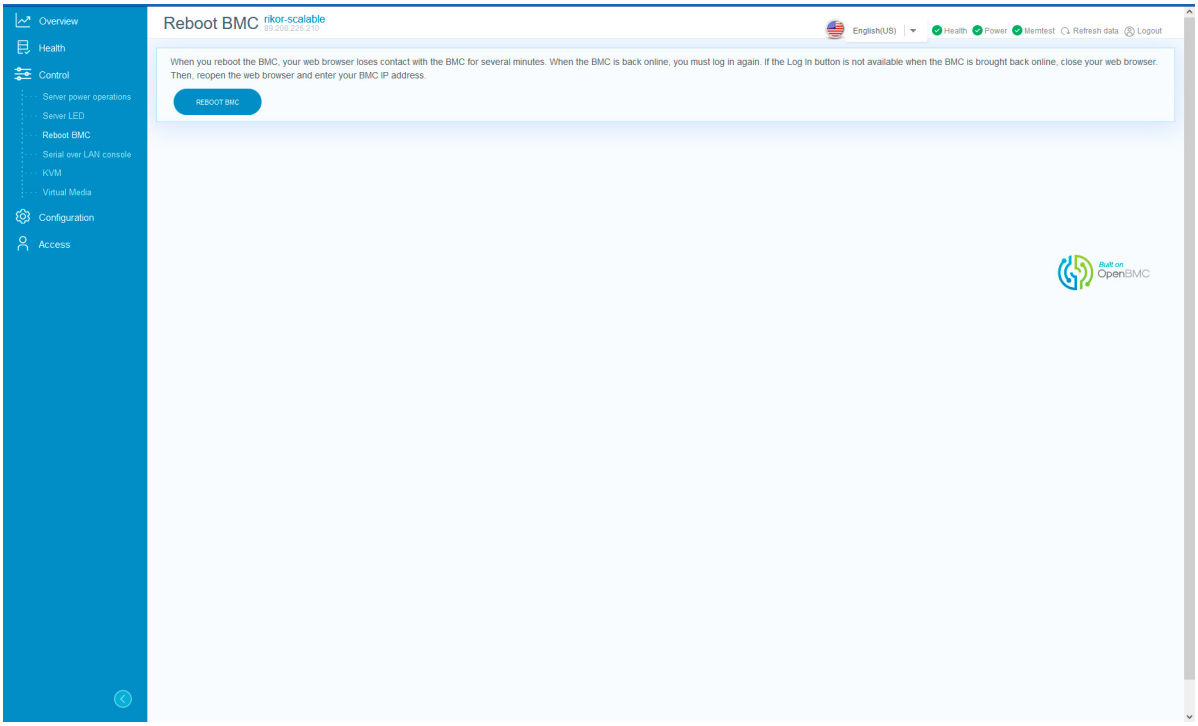

Рис. 77. Окно «Reboot BMC»
4) Пройдите во вкладку «Control» → «Reboot BMC» в данной вкладке осуществляется презагрузка BMC. Нажмите на кнопку «Reboot BMC» для перезагрузки BMC. Окно показано на рис. 77 Окно «Reboot BMC»